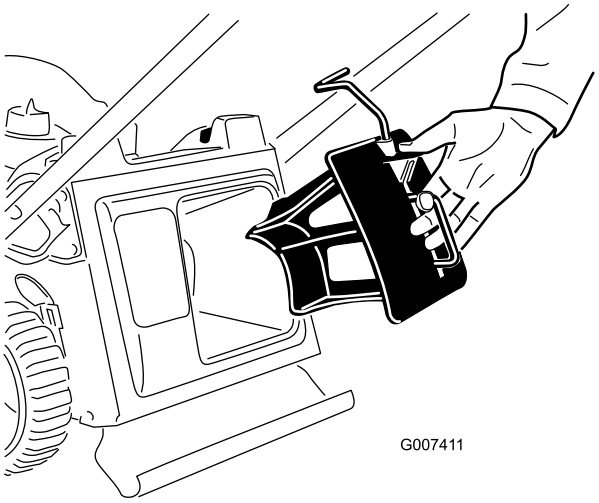

Figur 8
1. Sätt i mullningspluggen i maskinen om den inte redan är monterad (Figur 8).